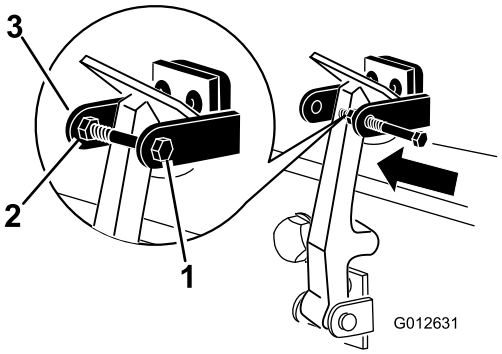

**Figur 10**
7. Skru bolten ind i den anden arm på motorhjelmens låsebeslag for at låse låsen på plads (Figur 10). Spænd bolten godt, men spænd ikke møtrikken.